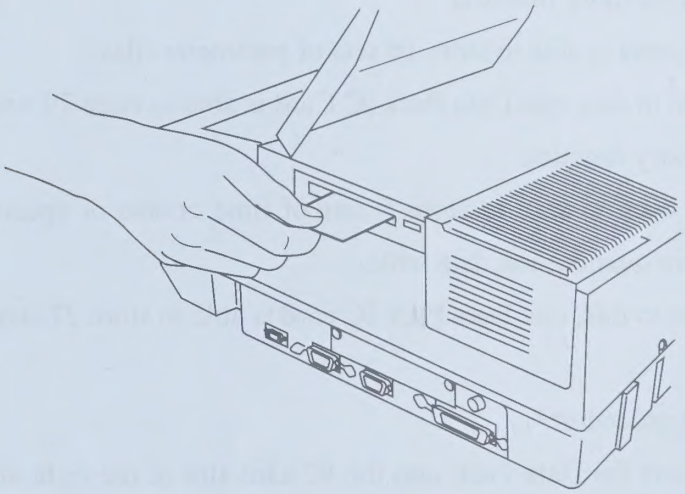

Fig.C-1 Inserting the IC card
(1) Firmly insert the Program Pack into the IC card slot of the right side of the spectrophotometer. (shown in Fig. C.1) The Program Pack can be inserted/removed whenever the power switch of the spectrophotometer is ON or OFF.
(1) Firmly insert the Data Pack into the IC card slot of the right side of the spectrophotometer. (shown in Fig. C.1) The Data Pack can be inserted/removed whenever the power switch of the spectrophotometer is ON or OFF. The stored parameters and data in the Data Pack are kept after removing from the spectrophotometer, since the Data Pack has a own battery inside.